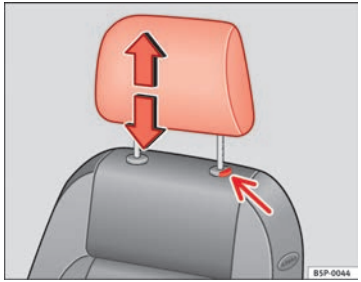

Fig. 71 Adjusting and removing the head restraints
– Press the button ⇒ Fig. 71 (arrow).